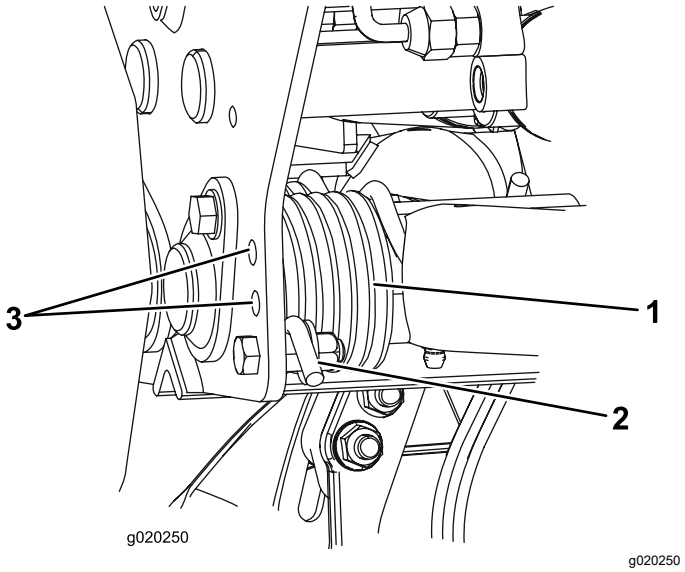

Figur 35
2. Sæt et rør eller lignende ind i den lange fjederende for at slække fjederspændingen under justering (Figur 35).
3. Fjern bolten og låsemøtrikken, som fastgør fjederaktuatoren til beslaget, mens fjederspændingen slækkes (Figur 35).